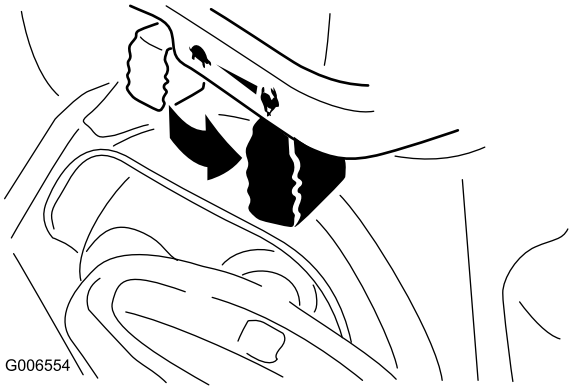

Figur 23
6. Sett gassen til Hurtig-stilling (Figur 23).